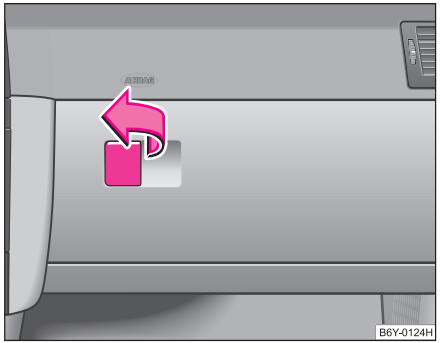

Fig. 73 Tabloul de bord: Torpedoul de pe partea pasagerului din dreapta
– Trageți mânerul din capac în sensul indicat de săgeata ⇒ pagina 87, fig. 73 şi deschideți capacul în jos.